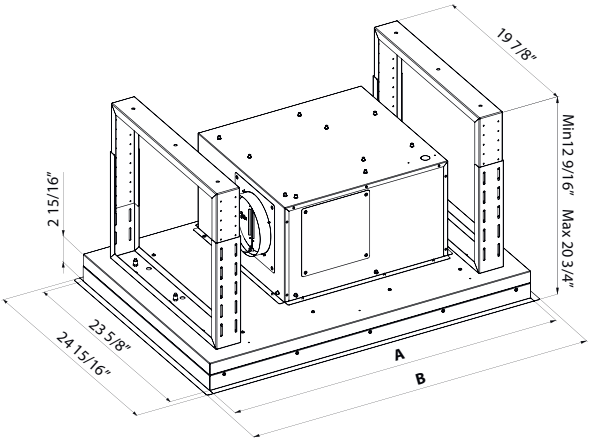

FIG.1
2. Fixez les supports télescopiques **A** et **B** à la solive à l'aide des vis **D**. Ajustez les supports aux dimensions indiquées sur la (**Fig.1**).